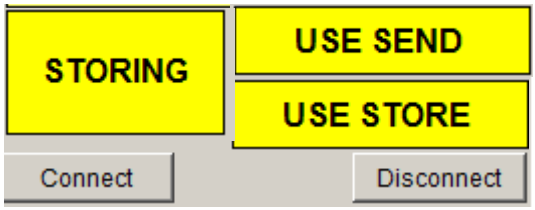

Figure 9 Connection related buttons and messages.
- Modify the necessary parameters according to the excel tool output. The message ("USE SEND") will appear over the "Connect"/"Discconnect" buttons (Figure 9).
- Click "Send". The message ("USE STORE") will appear over the "Connect"/"Discconnect" buttons (Figure 9).
- Click "Store". The message ("STORING") will appear over the "Connect"/"Discconnect" buttons (Figure 9).
- Click "Disconnect". The message ("LINK LOST") will appear over the "Connect"/"Discconnect" buttons (Figure 9).
- The new power_limit value can be written in the corresponding box. The message (“USE SEND”) will appear over the “Connect”/”Discconnect” buttons (Figure 9).